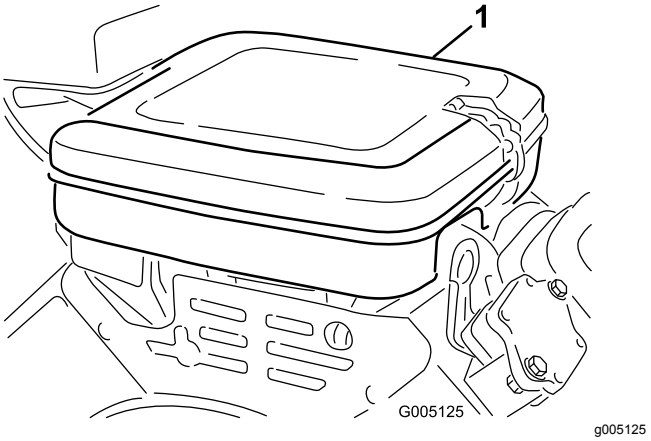

**Figur 39**
1. Rengör luftrenarkåpan (Figur 39).